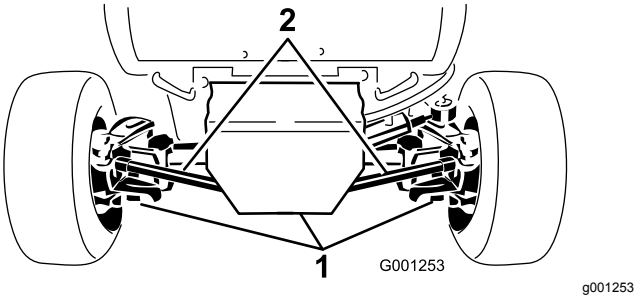

Figur 59
2. Rengør områderne omkring de tre drænpropper (Figur 59).